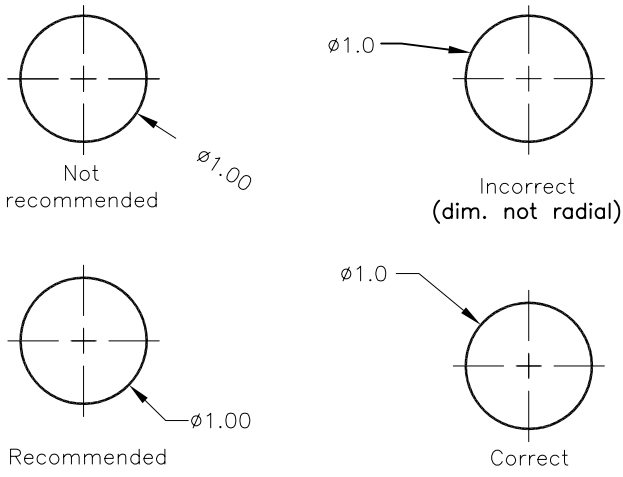

Figure 35-43 *Dimensioning a circle*
18. When dimensioning an arc or a circle, the dimension line (leader) must be radial. Also, you should place the dimension text horizontally (Figure 35-43).